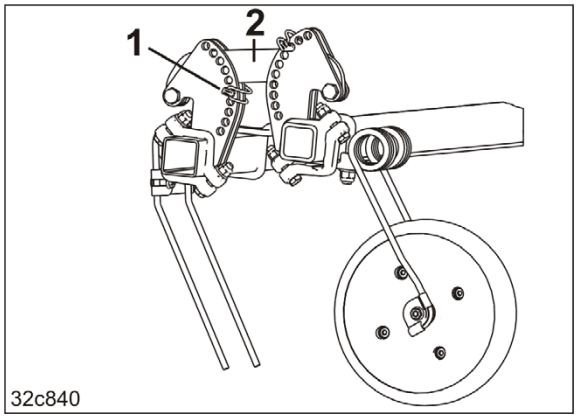

Fig. 139
3. Den Anstellwinkel der Zinken zum Boden ändern durch Abstecken des Rohrklappsteckers (Fig. 139/1)
- unterhalb des Lenkers (Fig. 139/2)
Der Anstellwinkel wird flacher, je tiefer der Rohrklappstecker (Fig. 139/1) im Verstellsegment abgesteckt wird.